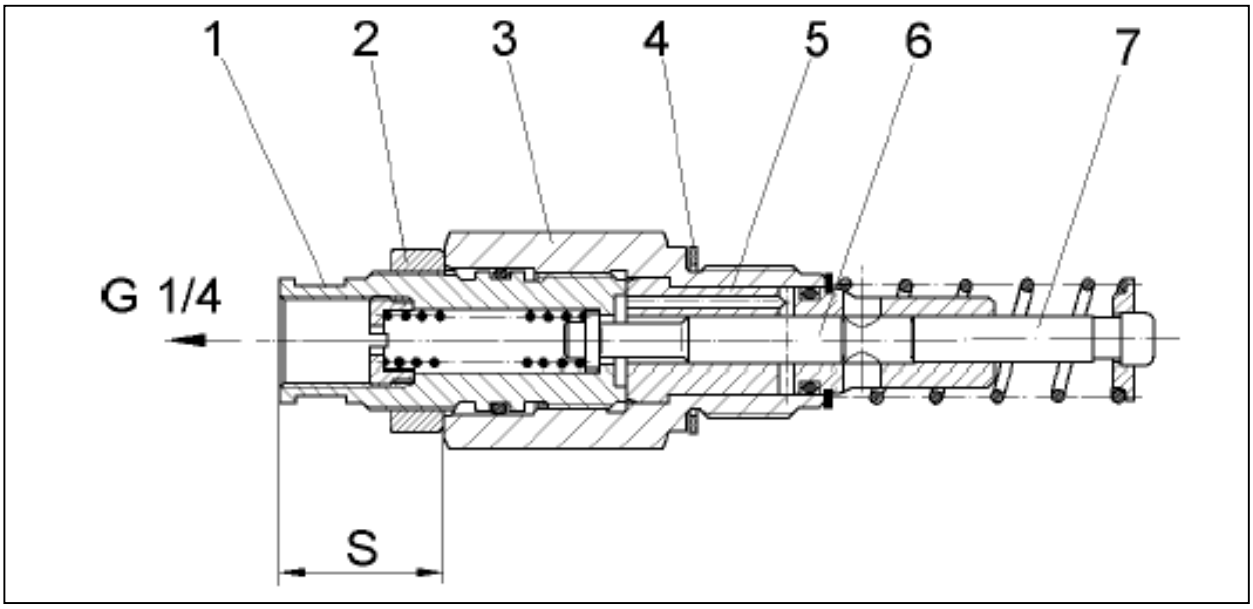
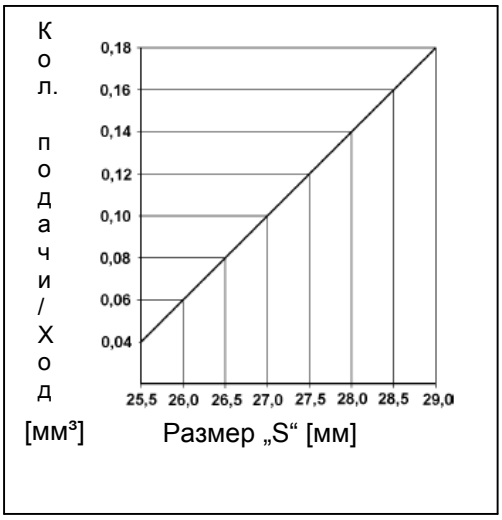

Рис. 4 - Регулируемый насосный элемент в разрезе
Рис. 5 – Диаграмма подачи
* Контрагайку (2, Рис. 4) ослабить, при этом корпус насосного элемента (3) придерживать вторым ключом.
* Регулировочный винт (1) регулируется винтовым ключом:
- Размер „S“ на Рис. 4 определяется в зависимости от желаемых количеств подачи из рис. 5.
* Регулировочный винт (1, Рис. 4) выкрутить из корпуса насосного элемента (3) до „S“ примерно 30 мм.
* Контрагайку (2) закрутить до упора на регулировочном винте (1).
* Регулировочный винт (1) с контрагайкой (2) до упора ввинтить в корпус насосного элемента (3).
* Размер „S“ установить на желаемую величину соответствующую диаграмме подачи (Рис. 5).